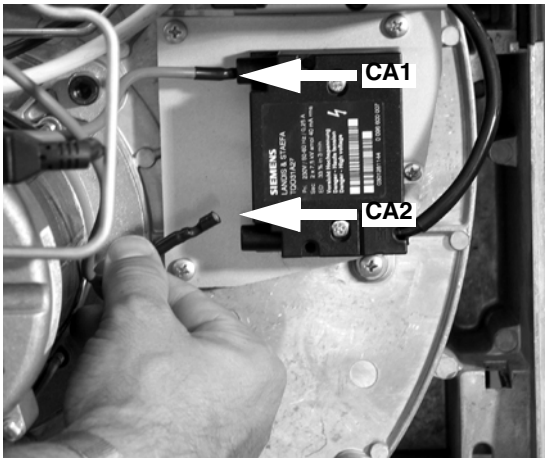

Рис. 23
- Вынуть запальные кабели CA1 и CA2 из трансформатора (Рис. 23).